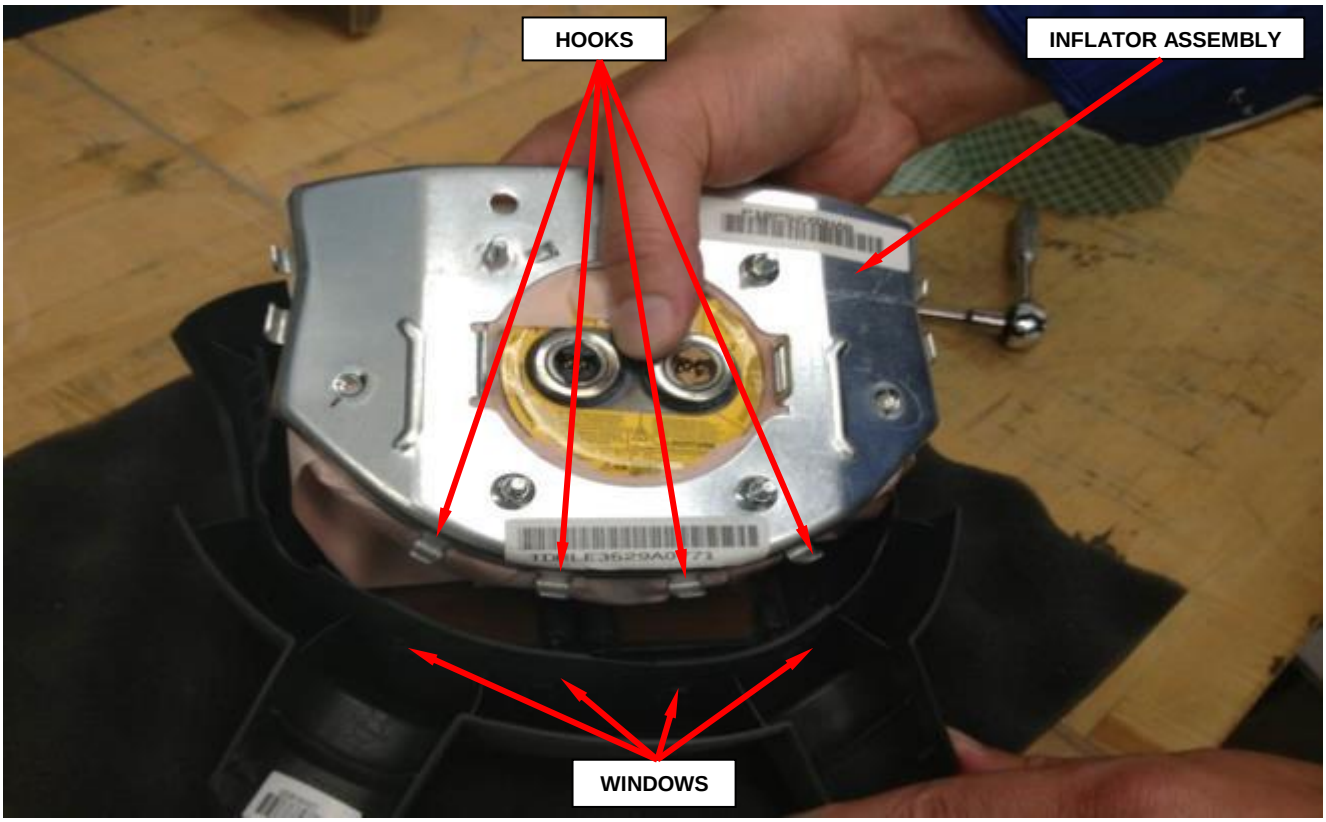

Figure 10 - Inflator Assembly to Driver Airbag Cover Hooks
16. Install the new inflator assembly to the original driver airbag cover by first inserting the bottom hooks into the windows (Figure 10).